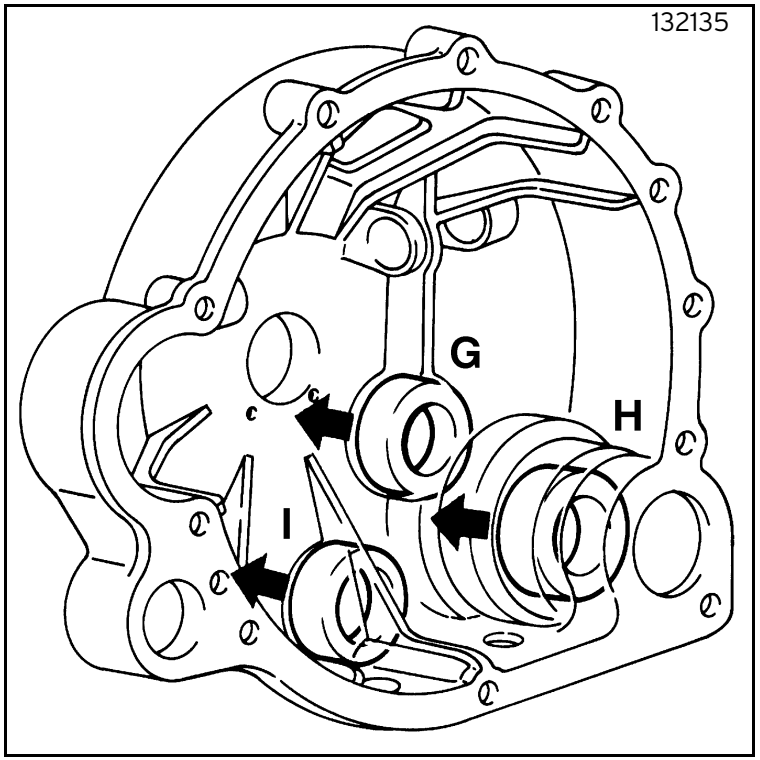

Fig. 35
- remove the remaining bearings from the clutch cover: countershaft (G), final transmission shaft (H), front propeller shaft (I) (figure 35);